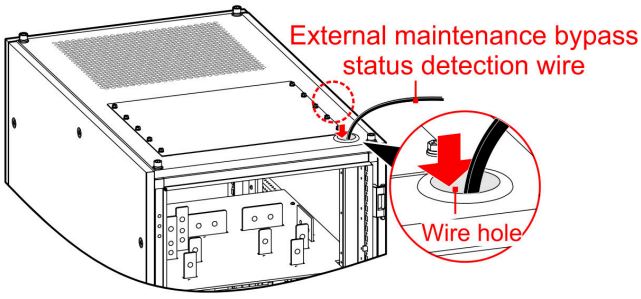

FIGURE 4-67 Detection wire through the wire hole
2. Pass the detection wire through the top cable hole and plug it into the reserved interface on the right of the top beam (Figure 4-67).